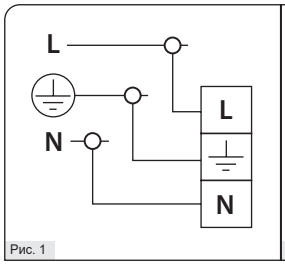

Рис. 1
3. Присоедините концы подготовленного кабеля к концам L, N, ⏚ выведенного из корпуса светильника провода (Рис. 1). При этом место подключения должно быть загерметизировано.